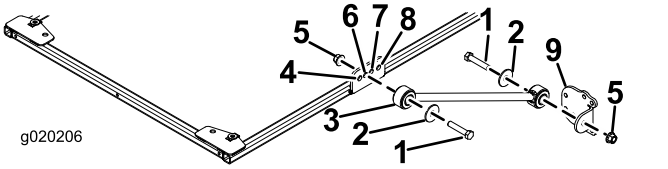

Figuur 27
3. Monteer aan beide zijden van het zonneschermframe losjes een steun in het tweede gat van de steunbeugel. Gebruik een bout (½" x 2½"), een ring (½") en een flensmoer (½") zoals getoond in Figuur 27.
4. Monteer losjes een steunbeugel aan de steunen; gebruik hiervoor een bout (½" x 2½"), een ring (½") en een flensmoer (½"); zie Figuur 27.